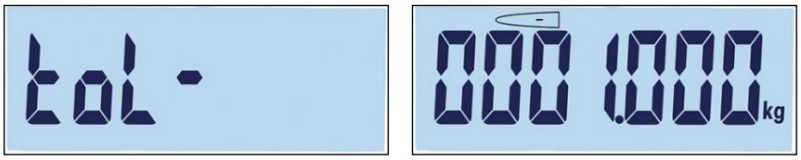

Figur 3-48: Tol- och negativ toleransinställningsskärmar
5. Nästa är skärmen med negativ tolerans (Tol-), följt av skärmen för att redigera den negativa toleransen (Figur 3-48).